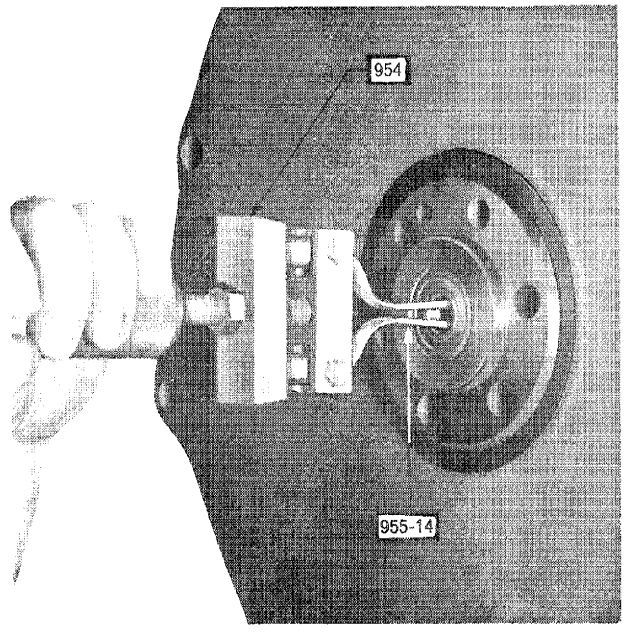

Figure 62
2. **Ford 2000, 3000 and 4000.** Remove the pilot bearing retainer and the flywheel, and extract the bearing from the crankshaft using Tools Number 954 and 955-14 as shown in Figure 62.